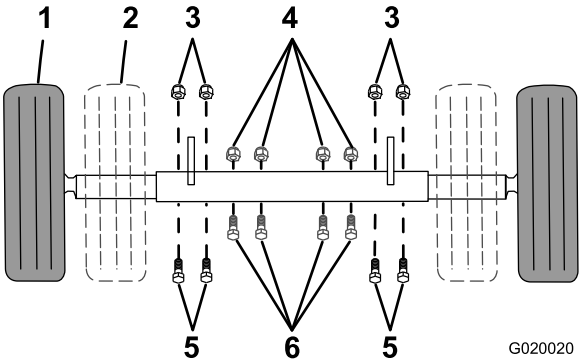

Figure 29
1. Point de soutien (2)
4. Retirez les boulons et les écrous qui fixent l'essieu intérieur à l'essieu extérieur (Figure 29).
- Faites glisser chaque côté de l'essieu vers l'intérieur à la position étroite (Figure 29).
- Faites glisser chaque côté de l'essieu vers l'extérieur à la position large (remorquage) (Figure 29).
7. Insérez les boulons dans les trous des essieux (Figure 29).